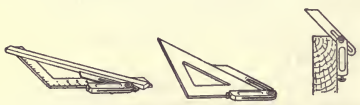

Fig. 15.
17. Laying Out Angles with T-Bevel.—The adjustable blade of the T-bevel permits any angle to be laid out and tested. It may be set to any angle either by first laying out the angle on a smooth surface, by using a protractor, by means of drafting triangles, or from graduations on a framing square. To set the blade to a 45 degree angle by a carpenter's steel square, the head of the T-bevel is placed against one inside edge of the square and the blade adjusted until its edge is equally distant from the corner of the square on both blade and tongue. Drafting triangles may be used in setting a T-bevel to any angle given on them. See Fig. 15. When properly set, it is used similarly to the try-square. (See directions for laying out other angles in "The Steel Square" by Hodgson.)
bevel along the surface in the same manner that a working edge is tested with a try-square. Angles are tested for accuracy with the inside edge of the T-bevel blade against the surface being tested, and the beam against the adjacent surface. See Fig. 15.
in Fig. 15. There are a number of graduations and tables on the steel square, which, when understood, make it a valuable tool. For example, the Essex Board Measure is a very useful table in finding the board feet in a board. The figure 12 on the outer edge of